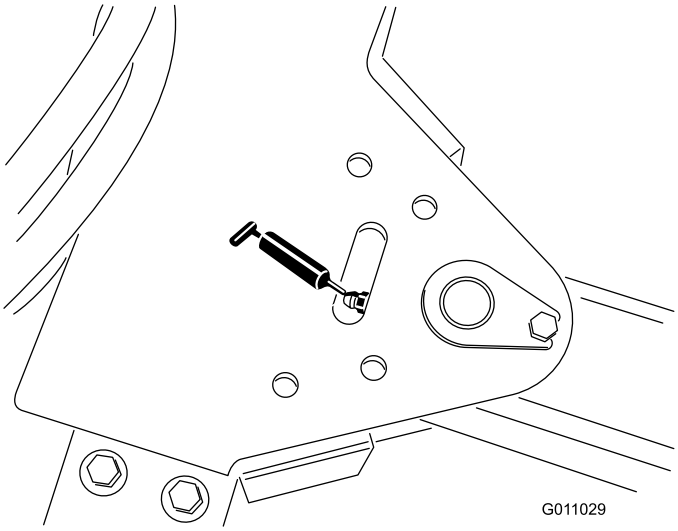

Figuur 33
- Draaipunt van trekhaakkoppeling (1) (Figuur 33).